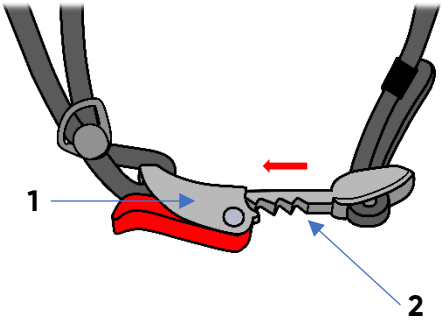

Fig. 4
Aby zapiąć pasek należy wprowadzić w zatrzask (1) element paska (2) (Fig.4)